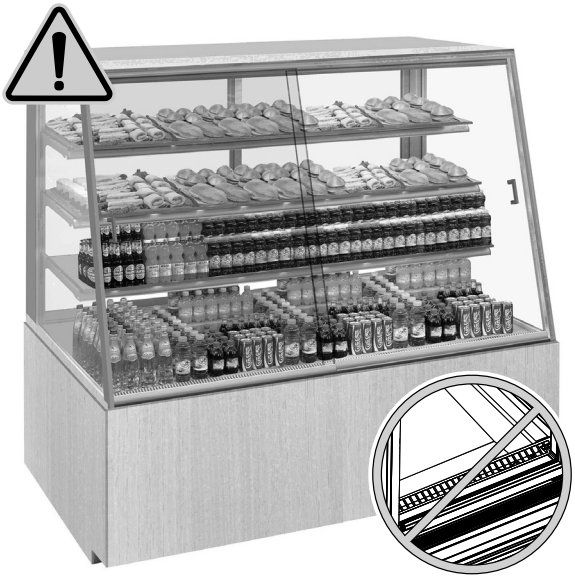

Abb. 13
- Die Waren behindern nicht den korrekten Kühlluftstrom ("Abb. 13").